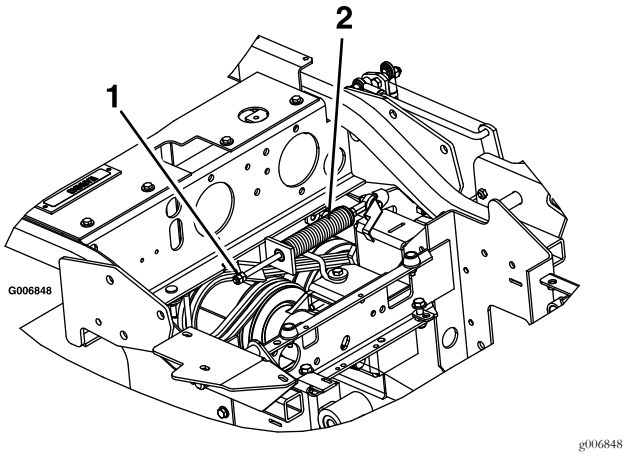

Figure 41
2. Locate the brake spring and thread the two jam nuts out to the end of the brake spring rod (see Figure 41).